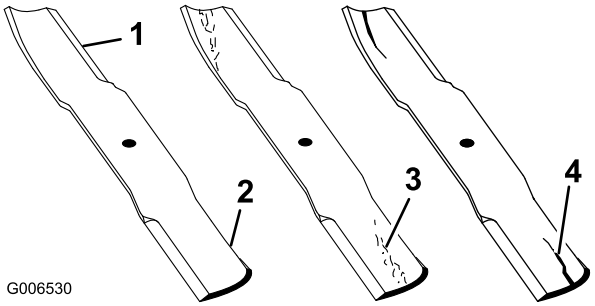

Figuur 47
1. Controleer de snijranden (Figuur 47).
2. Controleer de messen, met name het gebogen deel (Figuur 47).
Opmerking: Als u beschadiging, slijtage of groefvorming in dit deel constateert (3 en 4 in Figuur 47), moet u het mes direct vervangen.